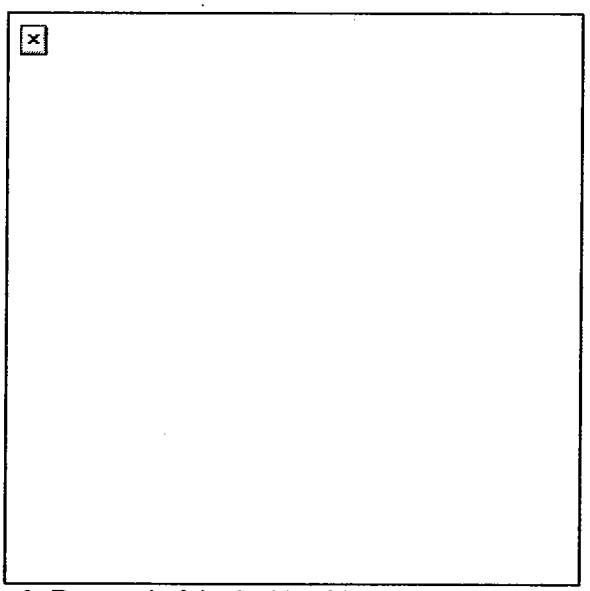

Figure 3. Removal of the locking block and barrel assembly.
h. Push in on the locking block plunger while pushing the barrel forward slightly. Lift and remove the locking block and barrel assembly from the slide (Figure 3).